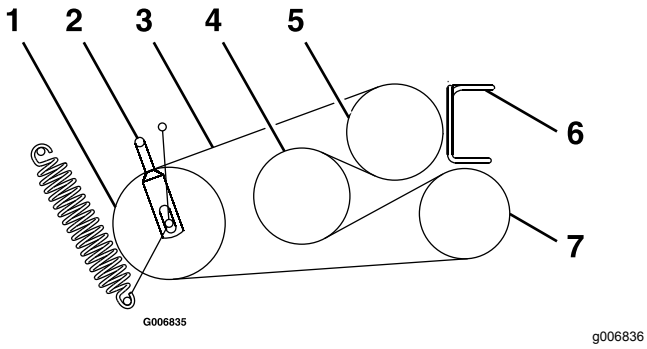

Figur 60
6. Lossa remstyrningarna **A** och **B** (Figur 60).
8. Dra de nya remmarna runt skivorna enligt Figur 60.